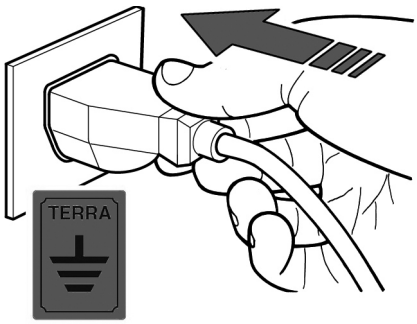

fig. 16
- Il est impératif que l'ensemble de l'équipement soit correctement relié à une prise de terre efficace (fig. 16).